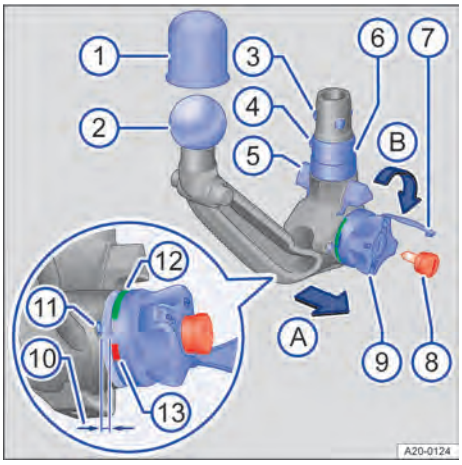

Fig. 167 Cuadro general: enganche desmontable para remolque.
4. Compruebe si el alojamiento, la ruedecilla → Fig. 167 ⑨, el vástago ⑥ y las bolas de bloqueo ③ del enganche para remolque están limpios y en buen estado → ⓘ. En caso necesario, límpielos.
1. Agarre el enganche por debajo del cabezal esférico → Fig. 167 ② con una mano.
2. Retire la tapa → Fig. 167 ⑦ de la cerradura e introduzca la llave ⑧ en la cerradura.
3. Gire la llave → Fig. 167 ⑧ en el sentido contrario al de las agujas del reloj.
4. Con la otra, extraiga la ruedecilla → Fig. 167 ⑨ en el sentido de la flecha Ⓐ y manténgala en esta posición → ⚠.
5. Gire la ruedecilla → Fig. 167 ⑨ en el sentido de la flecha Ⓑ hasta que encastre. El enganche está ahora pretensado. La marca roja ⑬ de la ruedecilla deberá apuntar hacia la marca blanca ⑪ del enganche. La ruedecilla queda claramente separada del enganche a una distancia de aprox. 4 mm ⑩.
6. Compruebe si todas las bolas de bloqueo → Fig. 167 ③ se pueden encajar por completo en el vástago ⑥ del enganche.
2. Presione el enganche con fuerza hacia arriba hasta que encastre. Las dos guías de centrado → Fig. 167 ⑤ tienen que encajar en los alojamientos del vehículo.
3. La ruedecilla → Fig. 167 ⑨ se encuentra ahora en su posición original. Ya no queda ninguna rendija entre la ruedecilla y el enganche.
4. Gire la llave → Fig. 167 ⑧ introducida en la ruedecilla en el sentido de las agujas del reloj y retírela.
5. Ya no deberá ser posible girar la ruedecilla → Fig. 167 ⑨.
6. Coloque la tapa → Fig. 167 ⑦ en la cerradura y guarde la llave en la caja portaobjetos.
1. La marca verde → Fig. 167 ⑫ de la ruedecilla debe apuntar hacia la marca blanca ⑪ del enganche para remolque.
2. La ruedecilla → Fig. 167 ⑨ deberá estar pegada al enganche, sin ninguna rendija entre ambos.
3. Mueva el enganche → Fig. 167 con fuerza de un lado a otro o tire de él con fuerza hacia abajo. Deberá estar fijamente encajado en el alojamiento → ⚠.
4. La cerradura tiene que estar cerrada y la llave → Fig. 167 ⑧ extraída.
5. La tapa → Fig. 167 ⑦ tiene que cubrir la cerradura de la ruedecilla.
- No utilice nunca el dispositivo de remolque si la bola → Fig. 167 ② presenta un diámetro inferior a 49 mm (1,9 in) en algún punto.